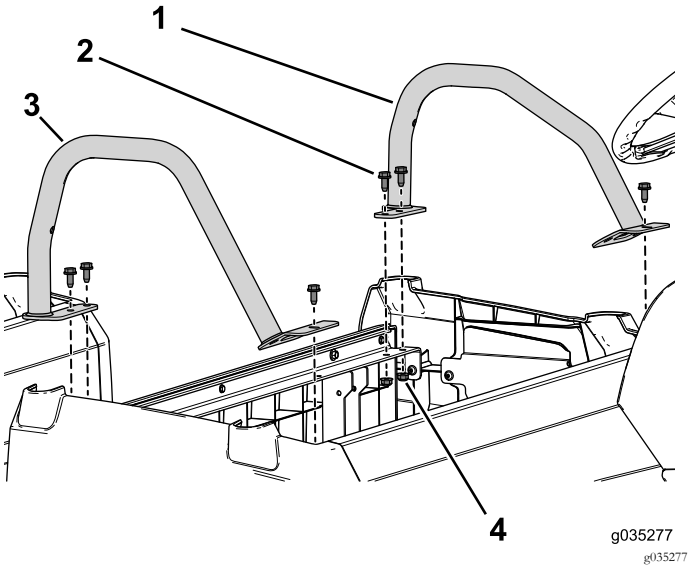

Рисунок 51
3. С помощью 6 фланцевых болтов (3/16 x 3/4 дюйма) и фланцевых гаек прикрепите левый и правый боковые ограничители к переднему основанию сиденья (Рисунок 51).